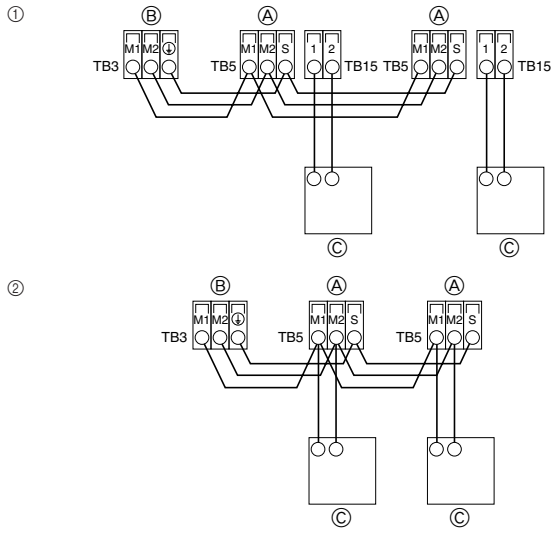

Fig. 6-2
6.2. Anschluß der Fernbedienungs-, Innen- und Außenübertragungskabel (Fig. 6-2)
① MA-Fernbedienung
② M-NET-Fernbedienung